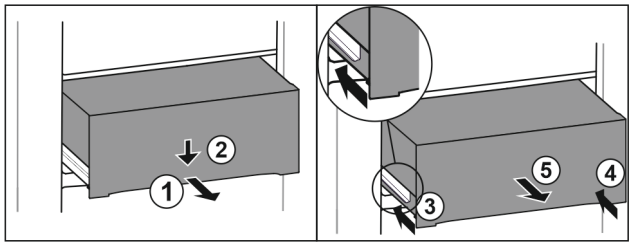

Fig. 225
▶ Extrageți pe jumătate sertarul. *Fig. 225 (1)*
▶ Apăsați în jos sertarul pe partea frontală. *Fig. 225 (2)*
▶ Inserați șina stângă aproximativ 2 cm. *Fig. 225 (3)*
▶ Inserați șina dreaptă aproximativ 2 cm. *Fig. 225 (4)*
▶ Extrageți sertarul spre înainte. *Fig. 225 (5)*